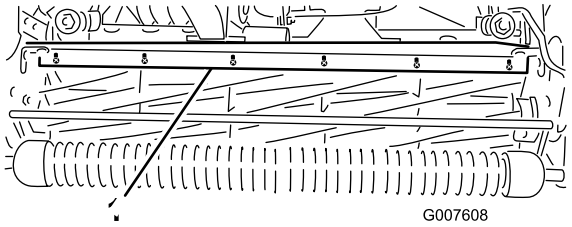

Figur 46
1. Løsn skruerne, som fastholder den øverste stang (Figur 46) til klippeenheden.